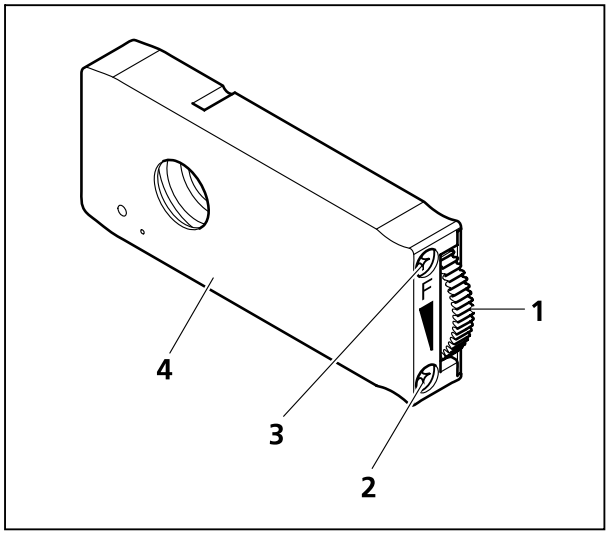

Bild 4-38 Blendenschieber 14x40 mm
- Mit je einem Blendenschieber 14x40 mm (Bild 4-38/**4**, als Leuchtfeld- (**F**) und Aperturblende (**A**) im Stativoberteil eingesetzt) kann der Auflichtstrahlengang nach KÖHLER eingestellt werden.
- Mit Rändelrad (Bild 4-38/**1**) des Schiebers wird die Blende geöffnet (nach oben drehen) bzw. geschlossen (nach unten drehen).
- Mit den beiden Zentrierschrauben (Bild 4-38/**2** und **3**; Innnensechskantschlüssel SW 3) kann die Blende zum Strahlengang zentriert werden.